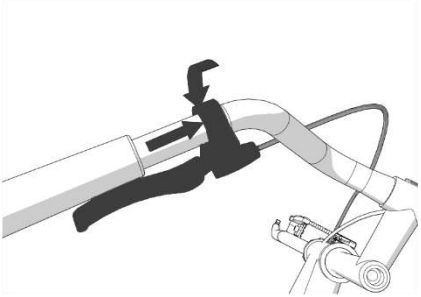

Abbildung 42 - Bremsgriff des Ausgangsfahrrads versetzt und abgesenkt
- Verschieben Sie den vorderen Bremsgriff Ihres Fahrrads um einige Zentimeter zur Mitte des Lenkers hin (siehe Abbildung 42);
- Drehen Sie ihn nach unten, sodass er während der Fahrt nicht mehr zugänglich ist, und ziehen Sie ihn in dieser neuen Position fest (siehe Abbildung 42);